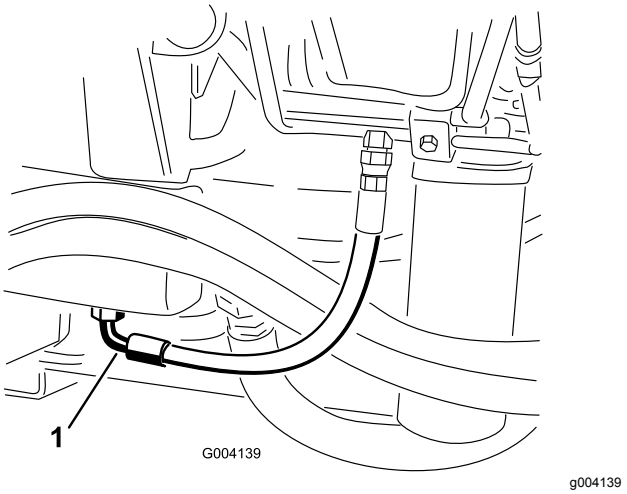

Figuur 90
2. Plaats een grote opvangbak onder de fitting aan de onderzijde van het hydraulische reservoir (Figuur 90).